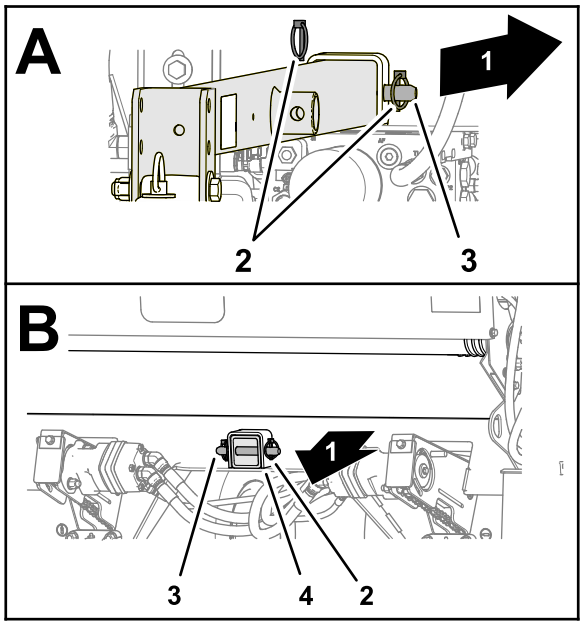

Figur 4
2. Ret hullerne i trækstangen ind efter hullerne i modtagerrørene, og fastgør trækstangen til rørene med 2 gaffelbolte og 4 ringstifter (Figur 4).